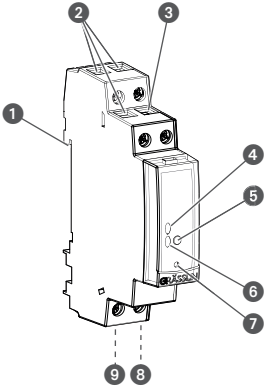

Abb. 1: Verteilerschaltuhr
Die Verteilerschaltuhr ist eine Schaltuhr, die mit einem Klicksystem auf eine DIN-Schiene (Abb. 1/❶) montiert wird; diese steuert das jeweils damit verbundene Gerät an. Die Verteilerschaltuhr verfügt über 1 Kanal und kann über eine Bedientaste (Abb. 1/❺) bedient werden. Der Zustand der Verteilerschaltuhr wird über 2 LEDs angezeigt (Abb. 1/❹ und ❻). Die Verteilerschaltuhr kann über ein mobiles Gerät mittels App oder PC-Software programmiert werden. Die Frequenz des Funksignals liegt bei 2,4 GHz und die maximale Sendeleistung beträgt 1,8 mW .